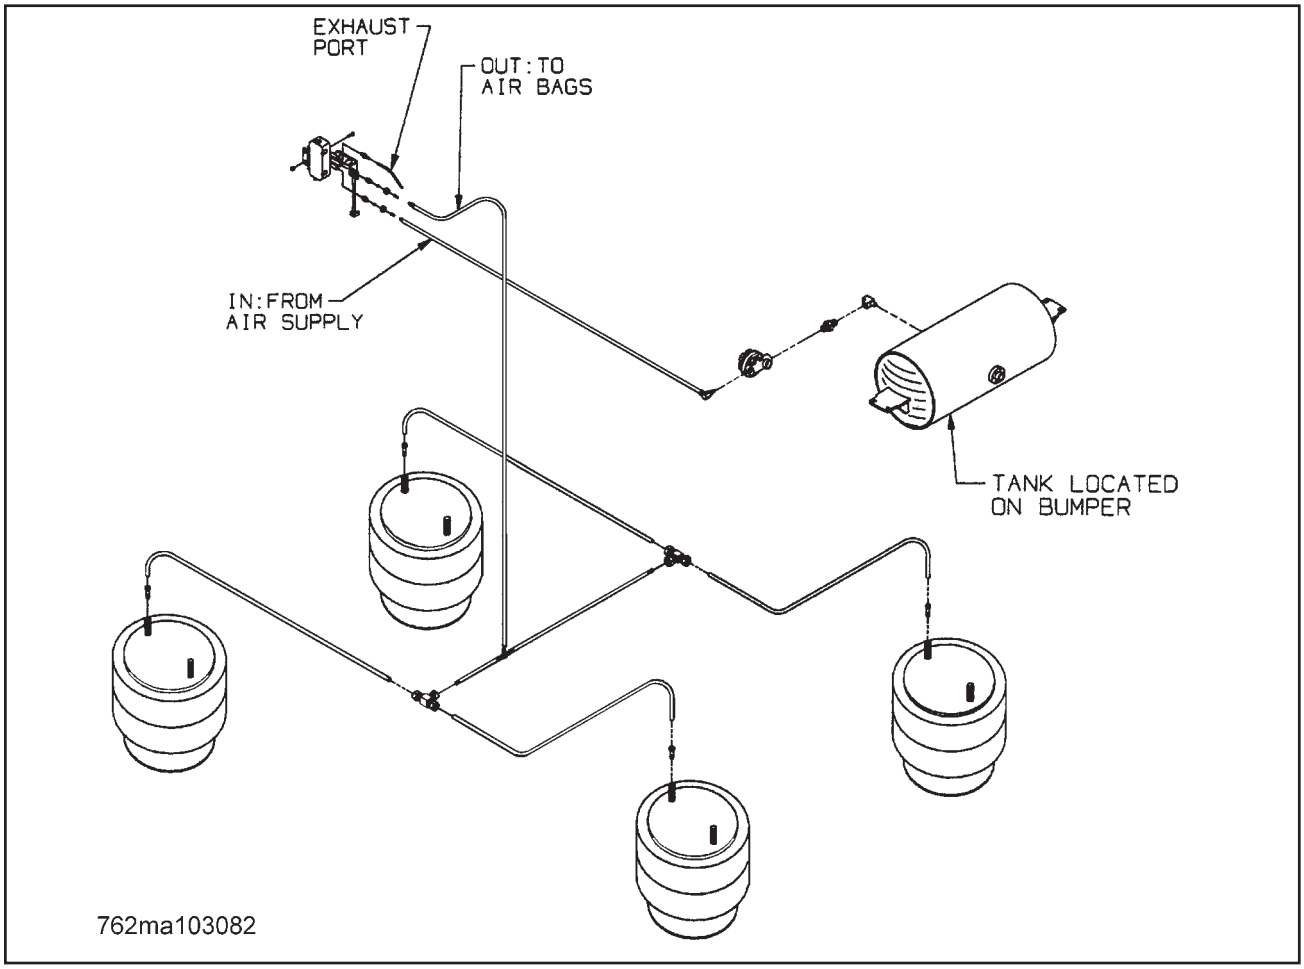

Figure 4-5 Tandem Axle Air Ride Suspension System
a. See **Figures 4-5 and 4-7** for Tandem and Triple Axle Air Ride Suspension drawings.